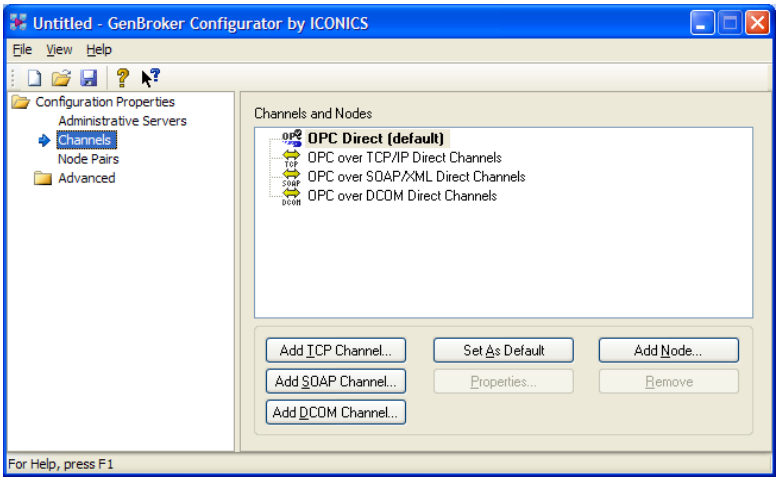

Figure L8.3: New GenBroker Configuration File
3. A new configuration file (.gbx) will open. Click on **Channels,** as shown in **Figure L8.3.**